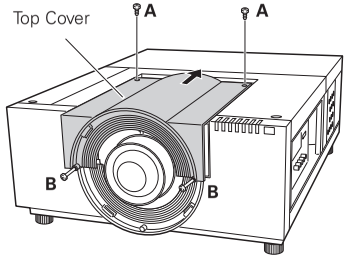

Fig. 14
12 Replace and fix the Top Cover with two (2) Screws **A** and 2 screws **B**. (See Fig. 14)